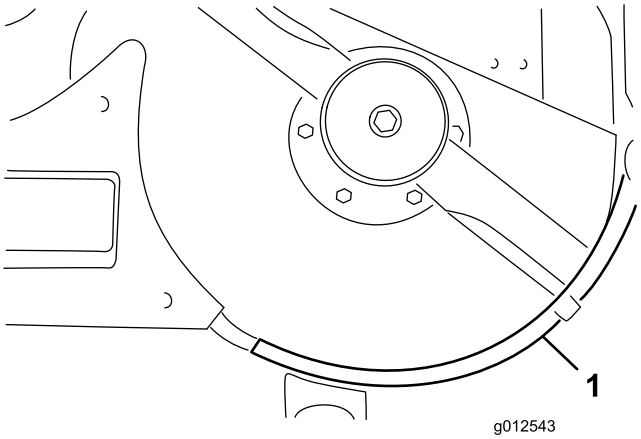

Figura 15
10. Fissate il deflettore sinistro al piatto di taglio con 2 bulloni (1/4-20 x 1 poll.), 1 bullone (1/4-20 x 3/4 poll.) e 3 dadi di bloccaggio (Figura 15). Posizionate le teste dei bulloni all'interno del piatto di taglio.